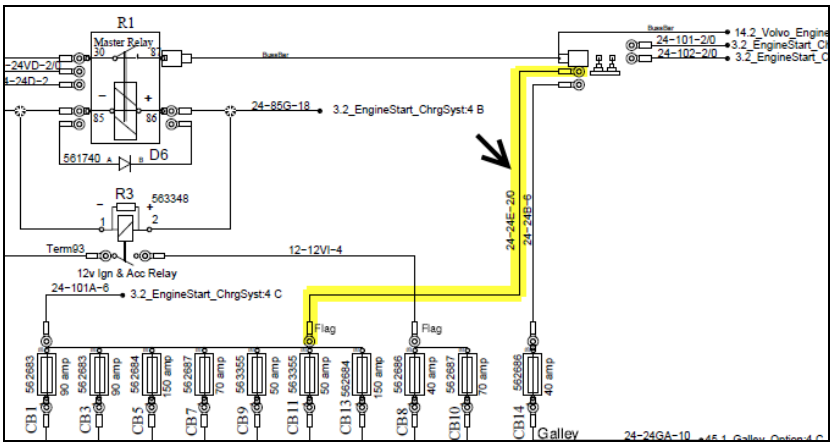

Figure 8
- entre le **bloc de jonction Bussman** et la **barre omnibus des disjoncteurs principaux** (Figure 8)